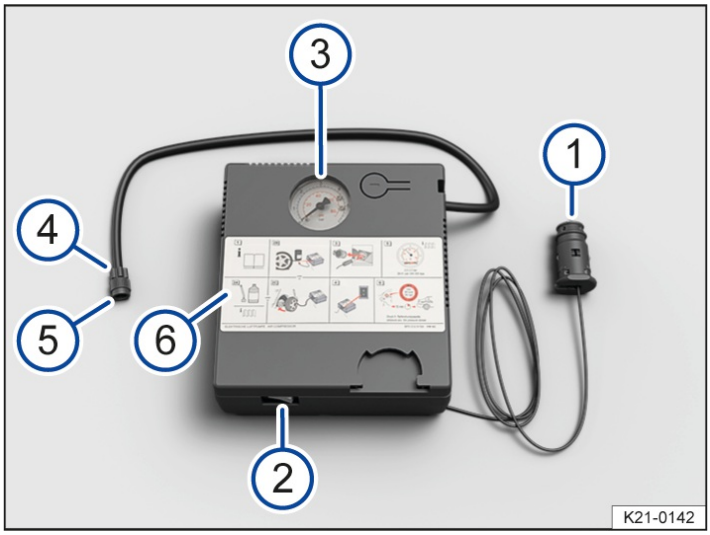

Fig. 2 Compressor in the tire mobility set (general example).
1. Screw the tire filler hose → *fig. 2* (5) of the compressor firmly onto the tire valve.
2. Ensure that the air drain plug → *fig. 2* (4) is turned off.
4. Insert the 12-volt plug → *fig. 2* (1) into a 12-volt-socket in the vehicle *(→ Sockets)*.
5. Switch the compressor on with the ON and OFF switch→ *fig. 2* (2).